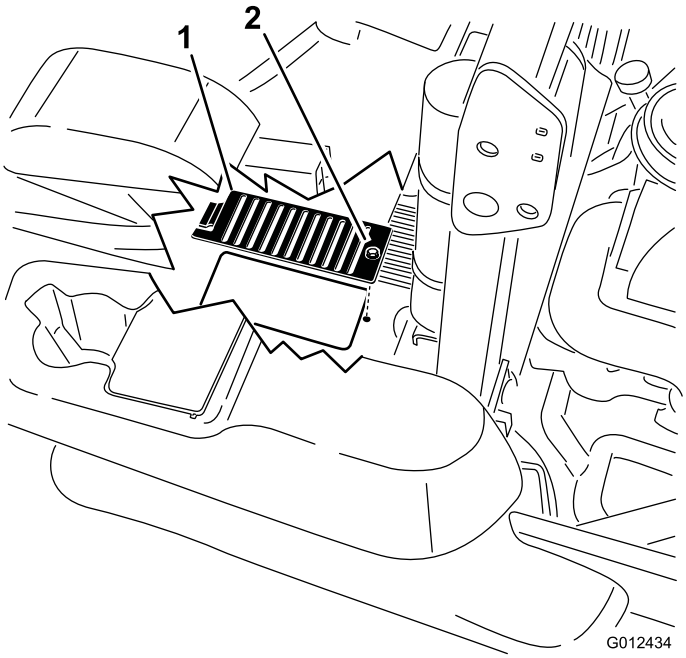

Figur 67
6. Fjern dækslet og bolten på dækslet over hver målepind. Rengør omkring hver målepind og hydraulikenhed (Figur 67).